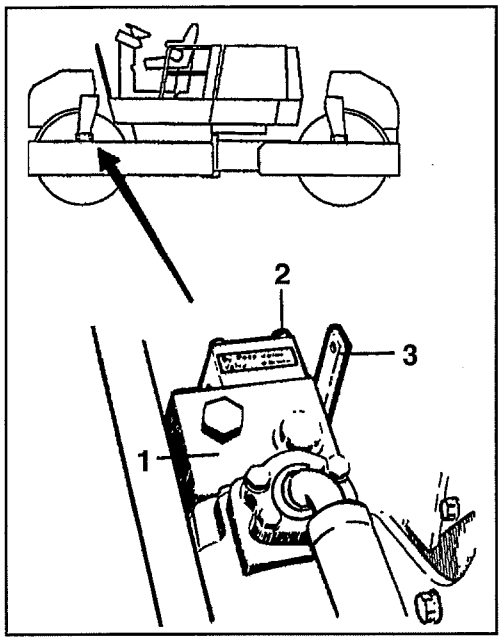
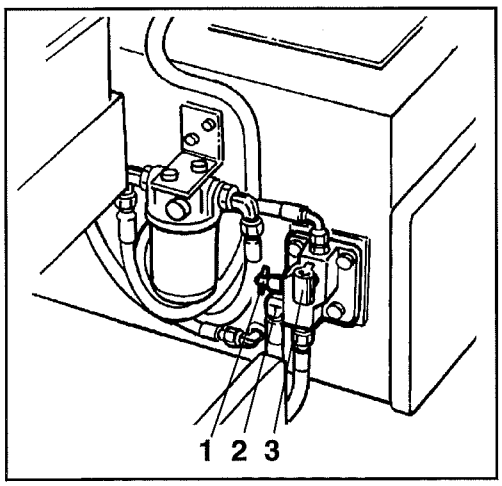

Fig.29
Fig. 31 Soupape de remorquage
Bloquer les cylindres! Le rouleau peut se mettre à rouler losque le levier (3) Fig. 29 est actionné.
2. Enlever la vis (2) du bloc de soupape (1) et lever le levier (3).
3. Ne pas oublier de remettre le levier du bloc de soupape (3) fig 29 dans sa position d'origine après le remorquage.
Bloquer les cylindreS! Le rouleau peut se mettre à rouler lorsque le levier (3) Fig. 29, 31 est actionné.
1. Enlever la vis (2) du bloc de soupape (1) et lever le levier (3) selon la figure (29).
2. Pomper à l'aide du levier (3) jusqu'à ce que les freins soient desserrés. S'assurer que la soupape (1) est en position appuyée.
3. Ne pas oublier de remettre le levier de bloc de soupape (3) fig 29 dans sa position originale après le remorquage. Maintenir aussi la soupape (1) fig 31 en position tirée quelques secondes après le remorquage.